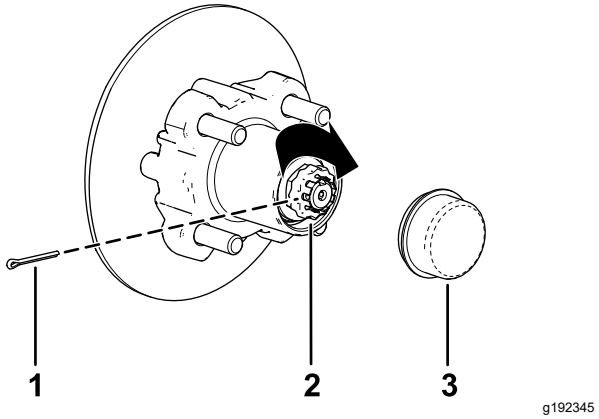

Figur 37
8. Monter holderen over mutteren og sjekk at sporet i holderen er innrettet med hullet i spindelen for hårnålssplinten (Figur 37).
9. Monter hårnålssplinten og bøy begge beina rundt holderen (Figur 37).
10. Monter støvkoppen på navet (Figur 37).